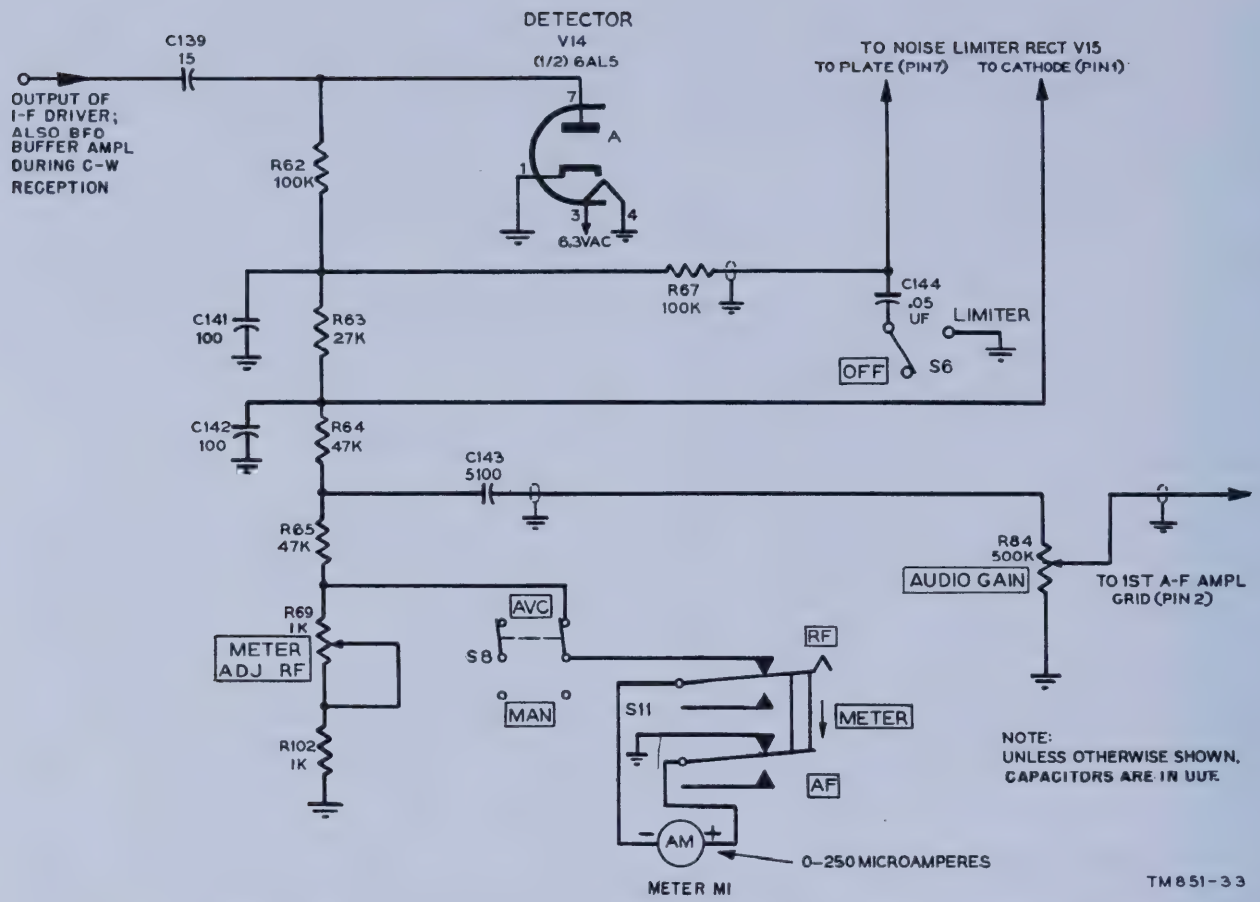
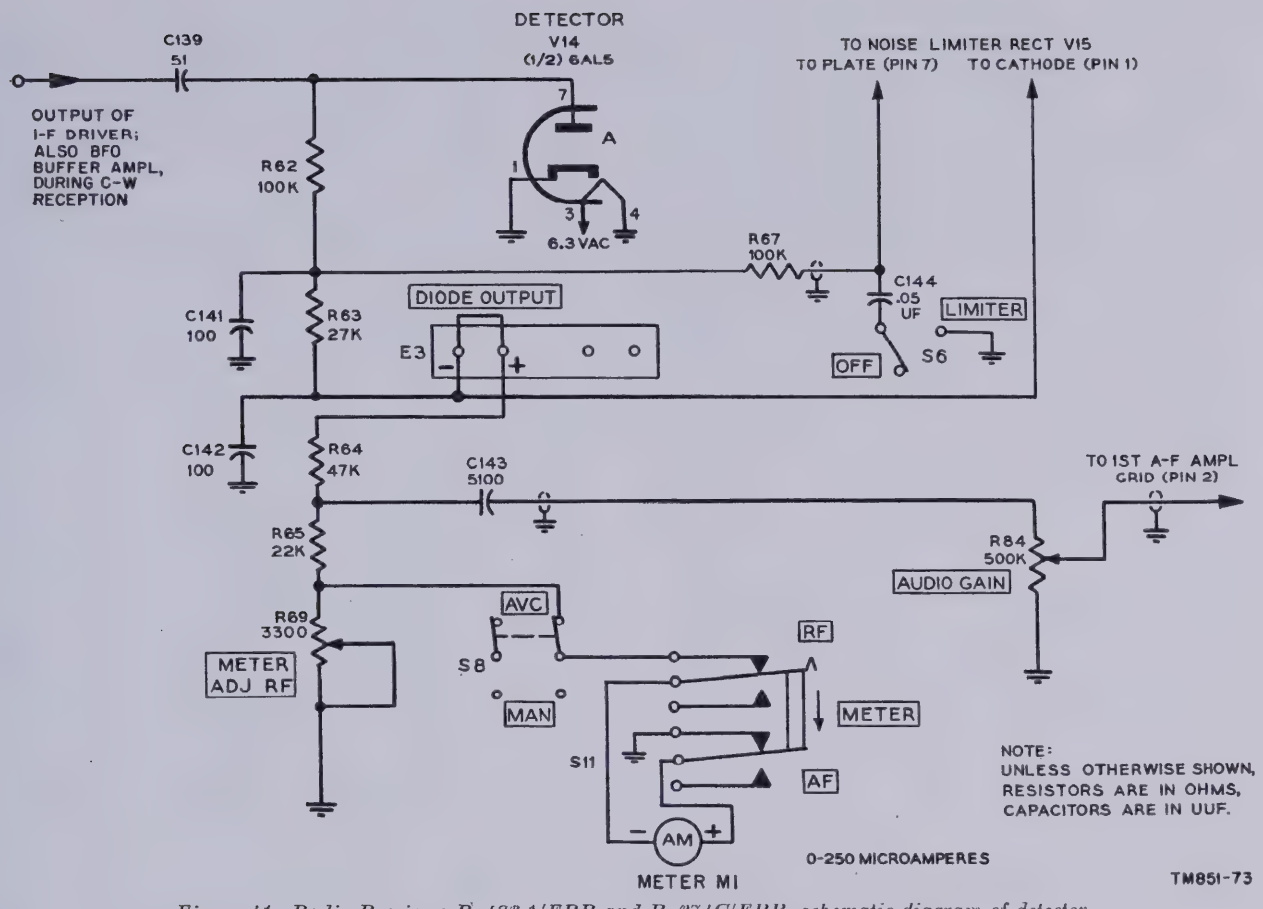

Figure 40. Radio Receivers R–483/FRR, R–274A/FRR, and R–320A/FRC, schematic diagram of detector.
Figure 41. Radio Receivers R-483A/FRR and R-274C/FRR, schematic diagram of detector.
(figs. 40 and 41)
a. Detector V14A functions to extract the original intelligence from the signal carrier tuned in. It is a diode type that provides a minimum of distortion that actually decreases with an increase in the input signal level. The d-c loading of V14A is the series combination of resistors R62, R63, R64, R65, potentiometer R69, and R102 (fig. 40). In figure 41, R102 is omitted and R69 is 3,300 ohms. Also, when AVC-MAN switch S8 is in the AVC position, the resistance of meter M1, in parallel with R69 and R102 (fig. 40 only), is part of the d-c load. The a-c loading of V14A, because of capacitors C141 and C142, is almost negligible, since each presents a high capacitive reactance at audio frequencies as compared to the effective resistance in parallel to them. The a-c loading of V14A, because of capacitor C143, is almost negligible, since the low capacitive reactance it presents at audio frequencies is in series with the high resistance of AUDIO GAIN control R84, and since both are in shunt with the low resistance presented by the series combination of R65, R69, and R102 (fig. 40 only). When LIMITER-OFF switch S6 is in the LIMITER position, the a-c loading of V14A, because of the low capacitive reactance of capacitor C144, is overcome by resistor R67 in series with C144. However, unless the noise actually impairs reception, the LIMITER-OFF switch should be placed in the OFF position.
e. The DIODE OUTPUT terminal board E3 (fig. 41) provides for use of the receiver d-c output to operate recording equipment associated with the receiver. Also, when two receivers are connected for space diversity system use, the jumpered terminal at E3, when opened for one receiver, provides for the other receiver to develop the space diversity output (par. 4*d* and *e*). Radio Receiver R–320A/FRC, like Radio Receivers R–483A/FRR and R–274C/FRR, incorporates DIODE OUTPUT terminal board E3.